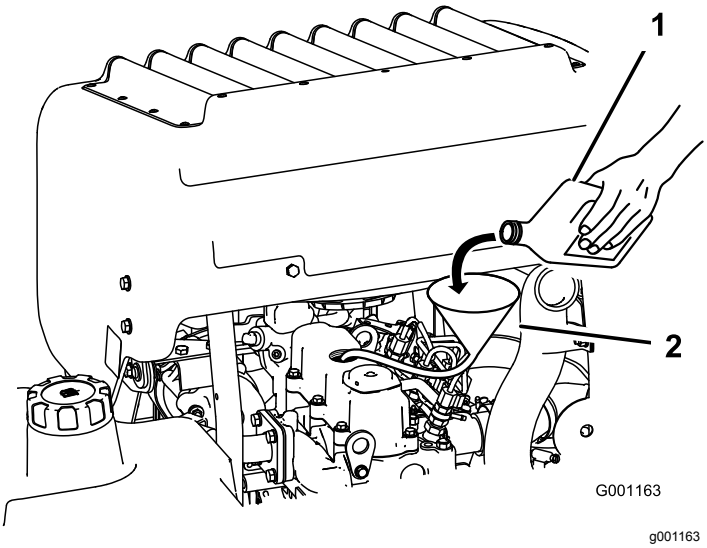

Figuur 69
3. Gebruik een slang en een trechter om olie in de motor te gieten (Figuur 69).